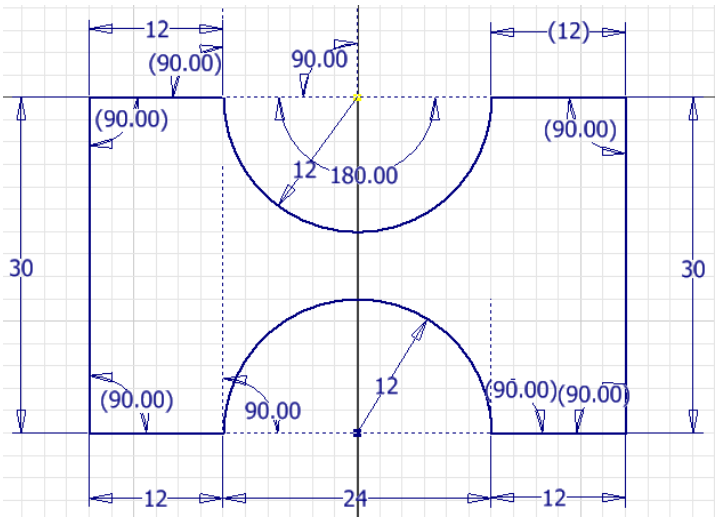

Figure 2-94 *Final sketch for Tutorial 2*
17. Exit the **Line** tool. The final sketch for Tutorial 2 is shown in Figure 2-94.